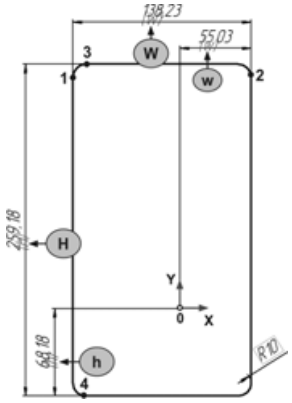

Рис. 5.111
- Проставьте горизонтальный линейный размер, определяющий ширину прямоугольника. Для этого укажите базовые точки 1 и 2 (рис. 5.111).